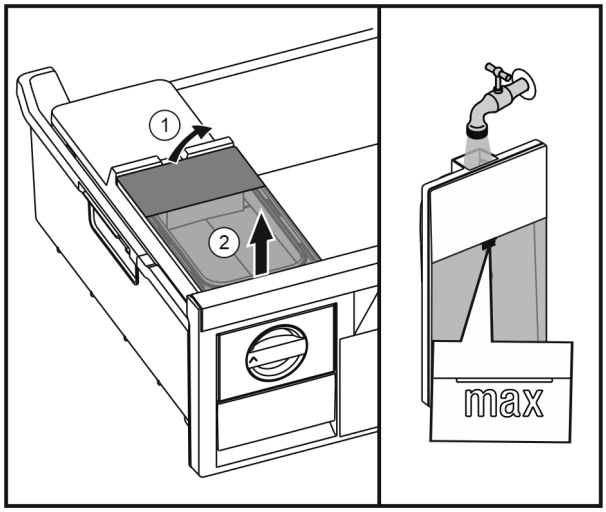

*Fig. 29*
▶ Lift up the water tank at the rear *Fig. 29 (1)* and remove to the top *Fig. 29 (2)*.